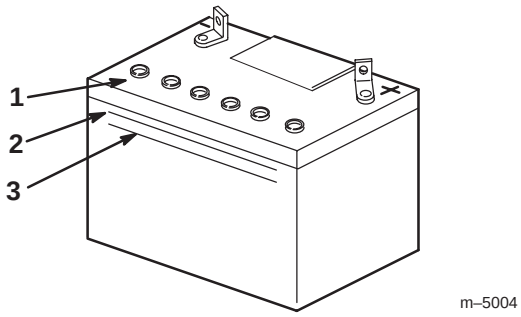

Figure 60
2. Observez le côté de la batterie. Le niveau de l'électrolyte doit atteindre le trait **supérieur** (Fig. 60). Ne laissez pas l'électrolyte descendre en dessous du trait **inférieur** (Fig. 60).
3. Enlevez les bouchons d'aération de la batterie (Fig. 60).
4. Versez lentement de l'eau distillée dans chaque élément jusqu'au trait **supérieur** (Fig. 60) sur le côté de la batterie.
5. Attendez cinq à dix minutes après avoir rempli les éléments. Ajoutez de l'eau distillée au besoin, pour amener le niveau au repère **supérieur** (Fig. 60) sur le côté de la batterie.